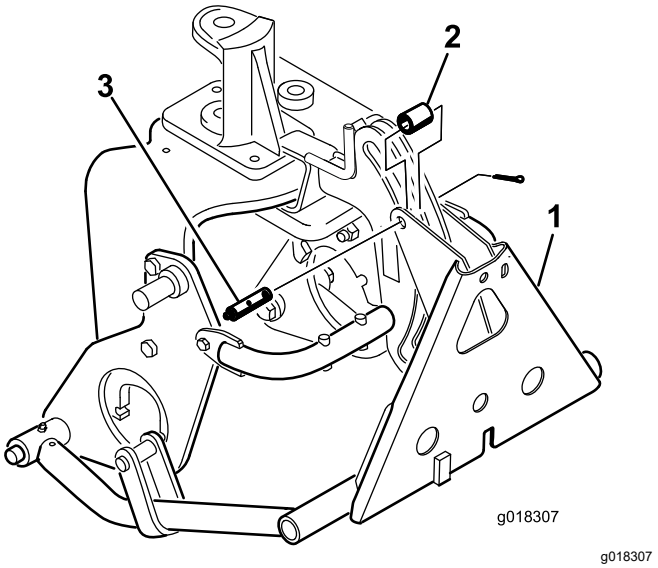

Figure 16
8. Secure the frame adapter to the hitch frame with a tube, a clevis pin, and a cotter pin (Figure 16).